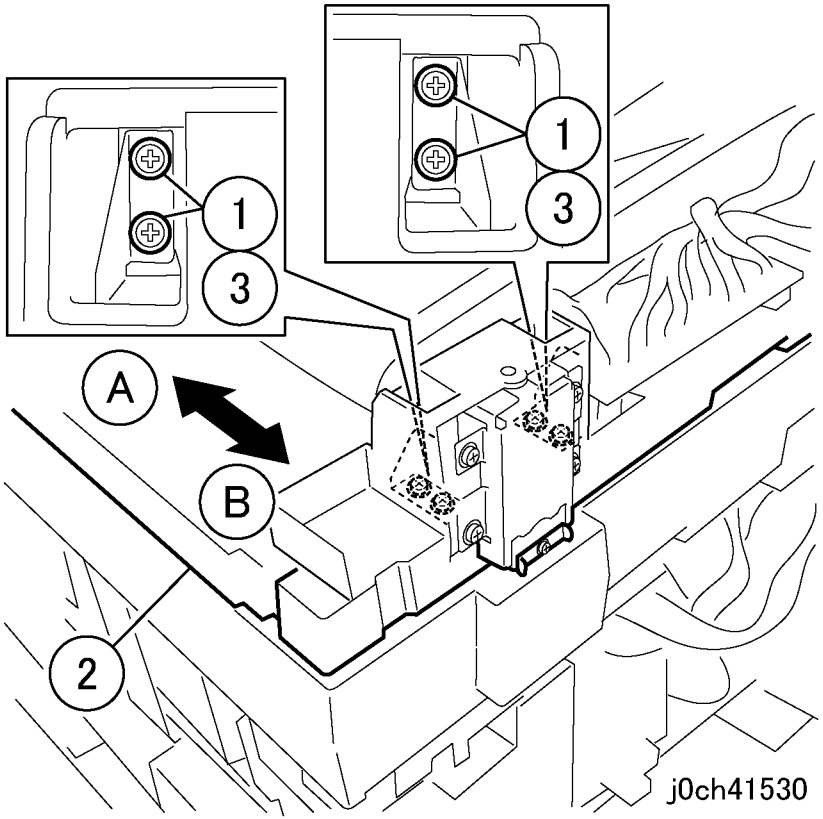

Рисунок 1 Регулировка положения DADF/ADF-1 (j0ch41530)
2. Устраните перекос, изменив положение правого противовеса (рисунок 1).